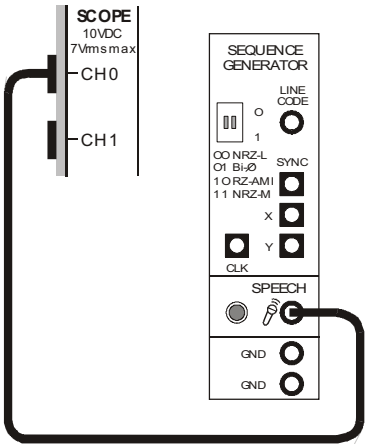

Figure 5
11. Connect the set-up shown in Figure 5 below.